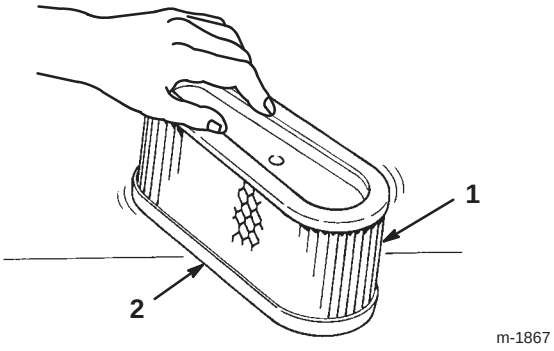

Figure 23
1. Tapotez doucement l’élément en papier sur une surface plane pour faire tomber la poussière et la saleté (Fig. 23).